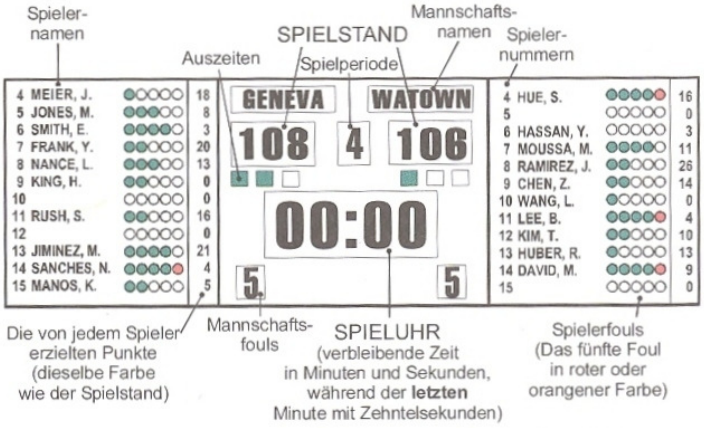

Bild 8 Anzeigetafel für Wettbewerbe der Stufe 1 (Beispiel)
7.1 Für die Niveaus 1, 2 und 3, muss die Hauptspieluhr (Abbildung 8):